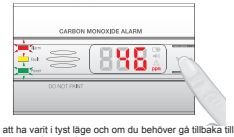

Fig 8
a) Om koncentrationen är lägre än 50 PPM i larmläge, tryck på testknappen (se fig. 8) för att gå i tyst larmläge, den röda och den gröna lampan blinkar en gång var tionde sekund.